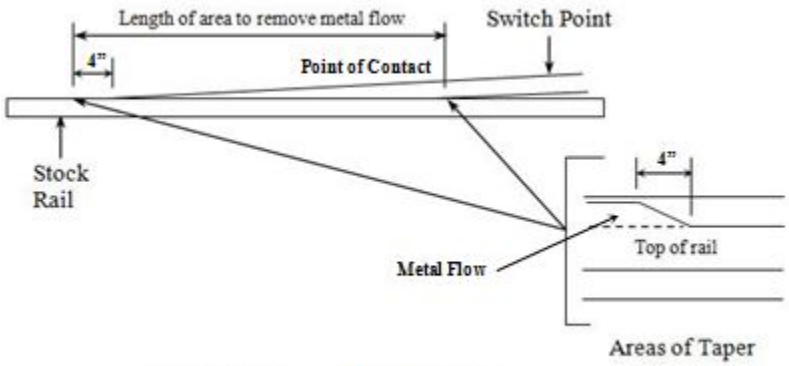

Figure 106E *Areas of Taper*
c. When removing metal flow from stock rails, taper each end of the grind to a minimum of 4 inches in length. (See Figure 106E)